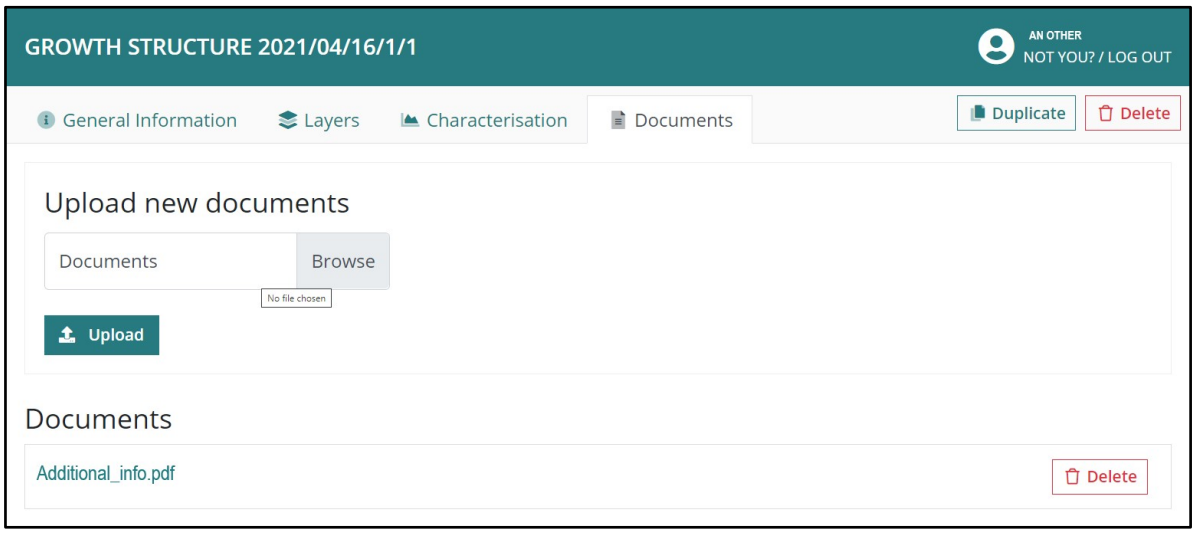

Figure 16 – showing a document has been uploaded to the request
- **ii.** Click on the 'Browse' button (figure 16) and selecting the document file to be included.
- **iii.** Click on the 'Upload' button to attach the document to the request (figure 16).
- **iv.** The page will then display that the document has been successfully uploaded (figure 16).